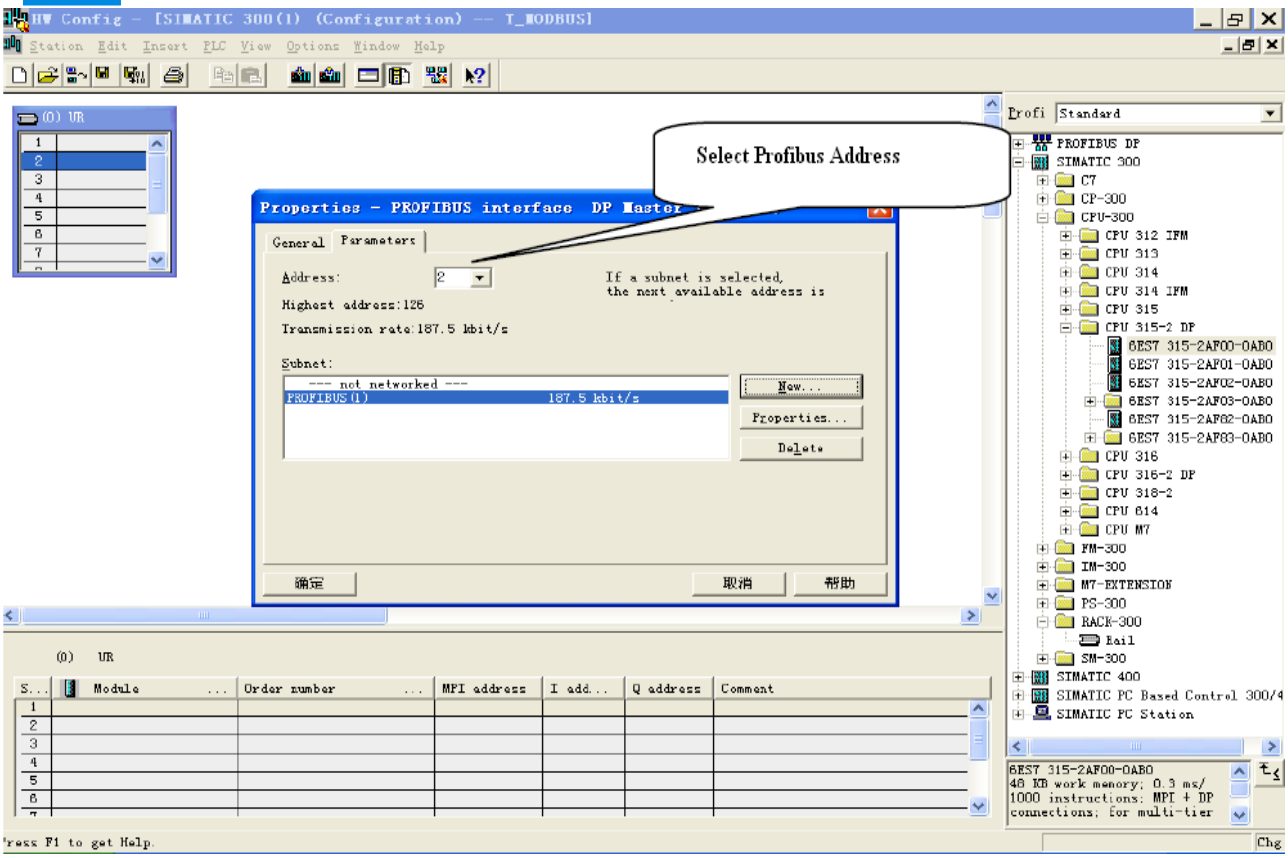

图 9
10. 选择 Profibus Master station 地址, 如图 9：